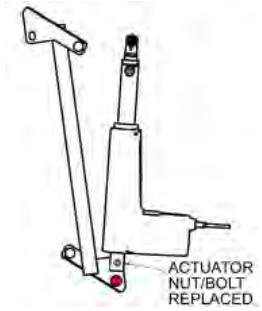

FIG. 7
3.5 Replace nut and bolt (FIG. 7). Fasten securely.